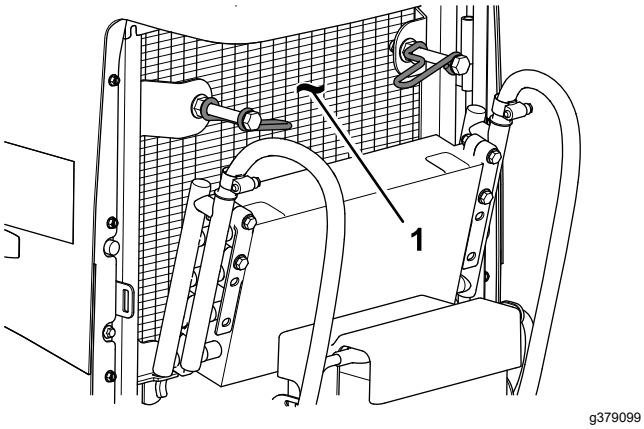

**Figuur 111**
8. Reinig beide zijden van de oliekoeler en de radiateur grondig Figuur 111) met perslucht.